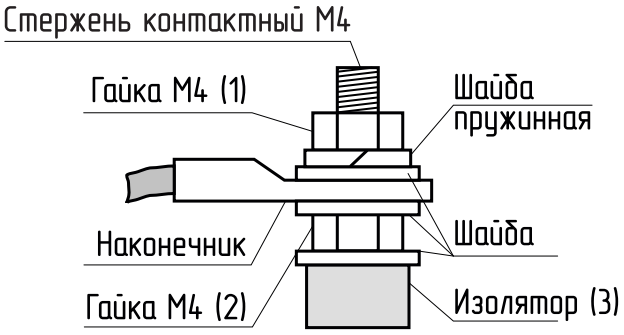

Рис.7. Присоединение проводов к выводам блок ТЭН
10.4. При замене блок ТЭН присоединение фазных проводов к выводам блок ТЭН производить согласно Рис.7. Сечение кабеля указано в таблице 1 и 1.1.